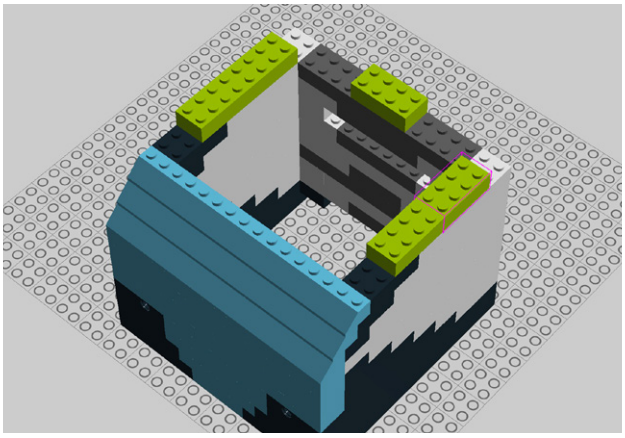

Figure 9-50. *Step 45: Adding five 2x4s*
45. Add five 2x4 bricks (Figure 9-50).